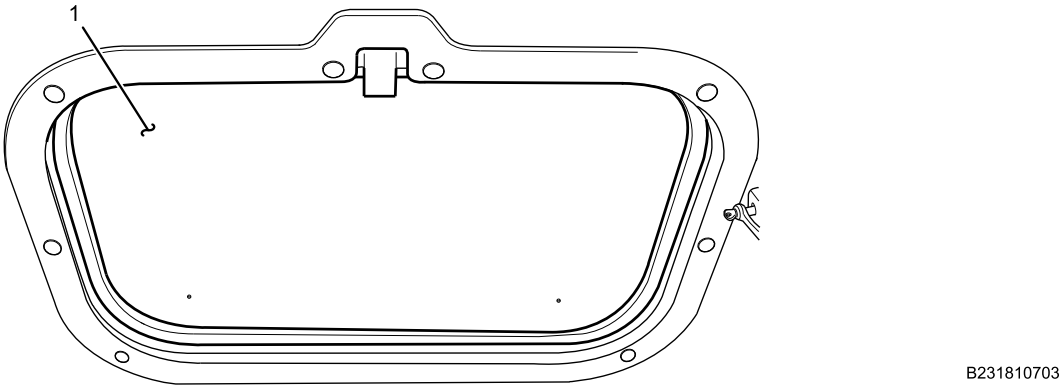

Figure 5. Emergency Hatch Closed.
11. Close emergency hatch (Figure 5, Item 1). If emergency hatch does not operate as specified, realign emergency hatch hinges until proper alignment and operation are achieved.